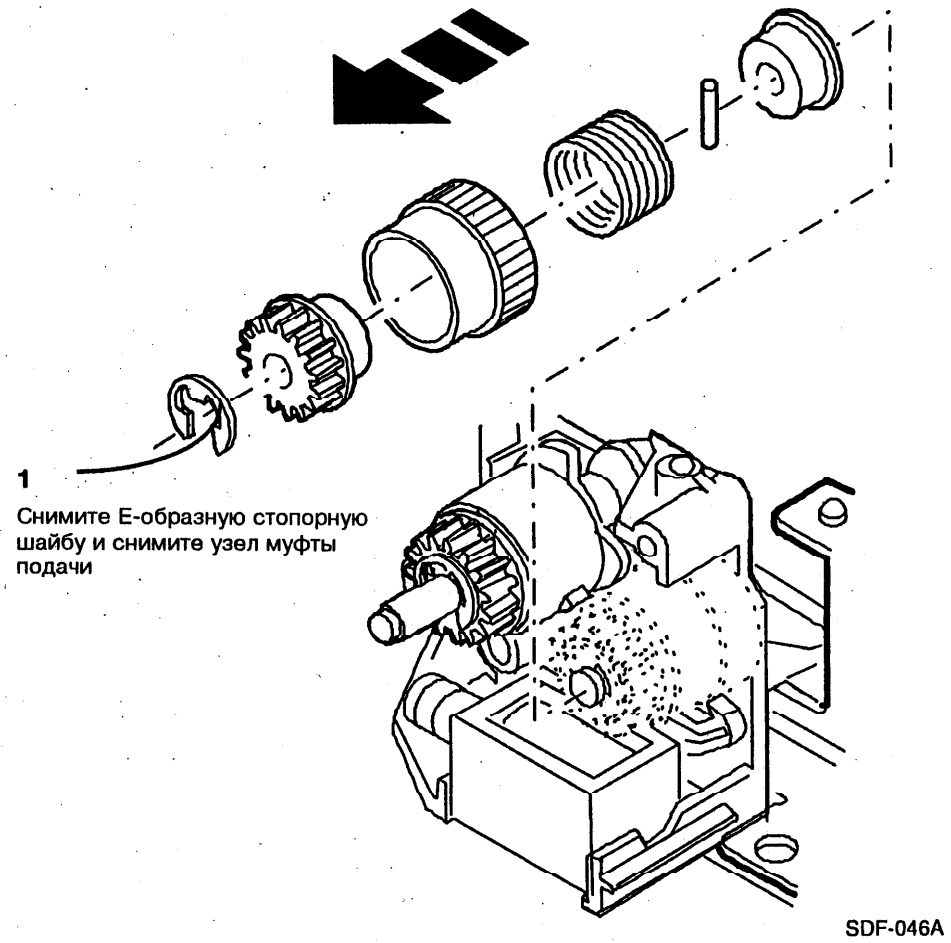

Рис. 1. Снятие узла муфты подачи
2. (Рис. 1) Снимите муфту подачи SDF